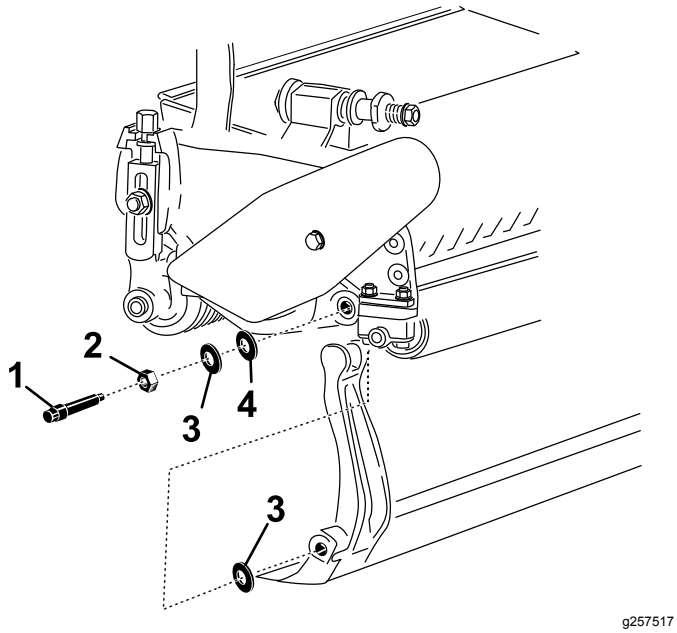

Rysunek 22
Pozostaw 2 podkładki nylonowe i 1 podkładkę stalową na każdym końcu noża dolnego (Rysunek 22).
3. Załóż po jednej podkładce nylonowej po każdej stronie wypukłości płyty bocznej. Załóż podkładkę stalową na zewnątrz każdej z podkładek nylonowych (Rysunek 22).